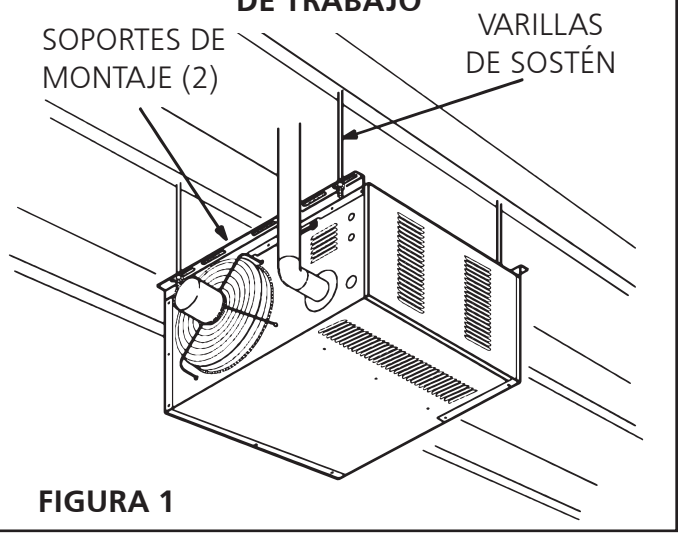

FIGURA 1
La unidad se envía lista para su instalación. La unidad se puede instalar como se muestra en la figura 1 o invertida 180 , dependiendo de la ubicación deseada, según las separaciones, la conexión de la ventilación, la dirección del aire, el suministro de gas, el suministro eléctrico y la accesibilidad para repararla.
5. Para soportar la unidad, fije firmemente los soportes a las vigas del techo. También se puede instalar la unidad colgando de varillas como se muestra en la **figura 1**.